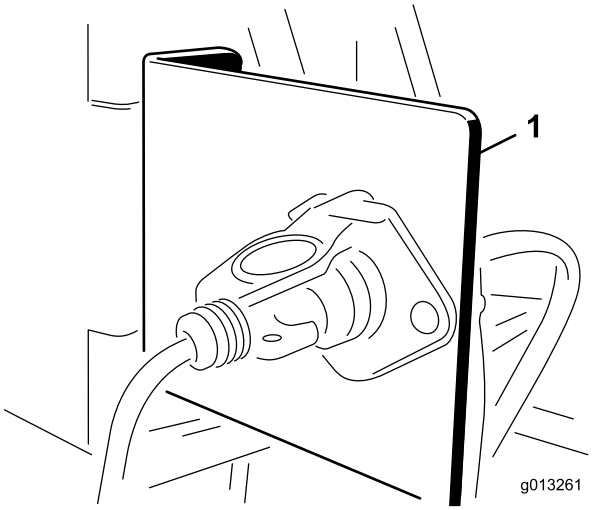

Figur 8
1. Monter sokkelbeslaget på et fast sted på bagenden af bugseringskøretøjet ved hjælp af et af de medfølgende monteringsbeslag (Figur 8).